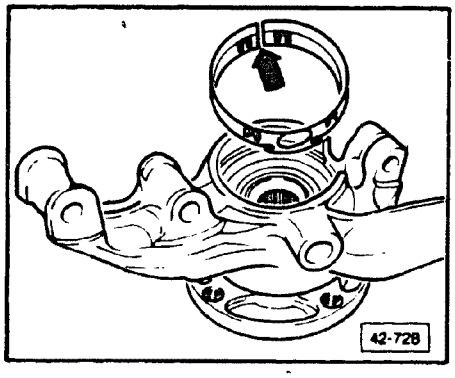

Fig. 6 Protective ring, installing in wheel bearing housing
▶ **Fig. 6 Front subframe bushing, pressing in**
▶ **Fig. 6 Wheel bearing, removing/installing**